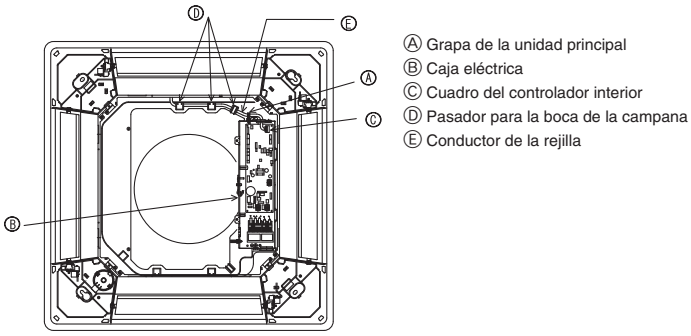

Fig. 9-8
9.4.4. Conexión de cables (Fig. 9-8)